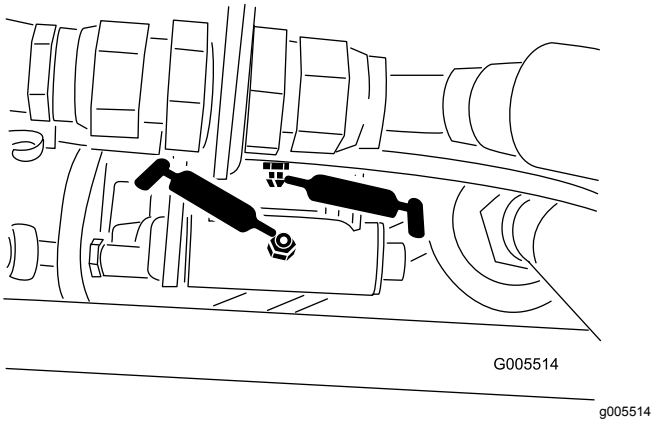
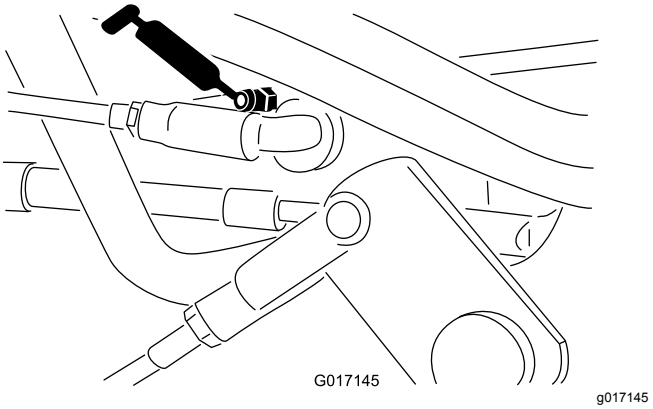

Figuur 37
Figuur 38
- Toerentalkoppeling (Figuur 37 en Figuur 38)